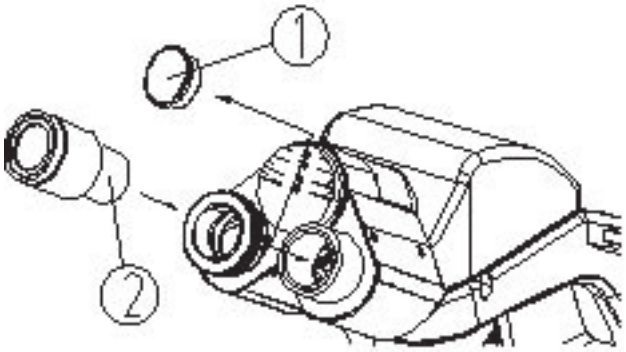

Fig. 4
- Quite la cubierta del tubo del ocular ①.
- Inserte el ocular② en el tubo hasta que llegue al fondo (fig.4)